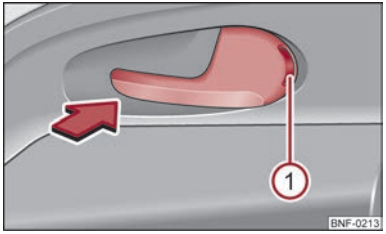

Fig. 11 Door opening lever
– Push the door opening lever in the direction of the arrow to make the red marking ① ⇒ Fig. 11 visible.
– Open the door by pulling the door opening lever once against the direction of the arrow ⇒ Fig. 11.